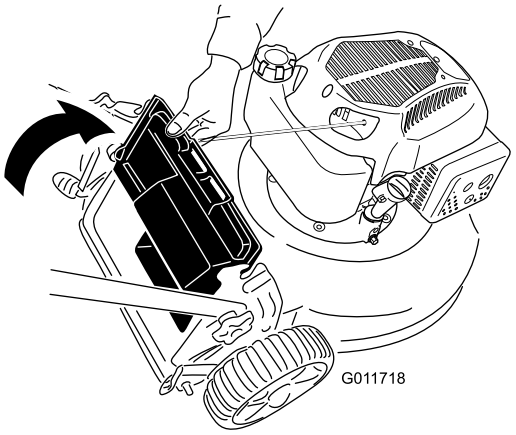

Figur 16
2. Løft den bageste deflektor op, og hold den der (Figur 16).